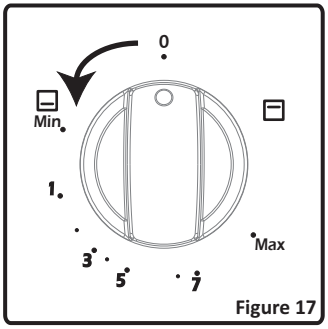

Figure 17
- Enlevez les grilles émaillées, les chapeaux de brûleurs et les brûleurs supérieurs (Figure 17).